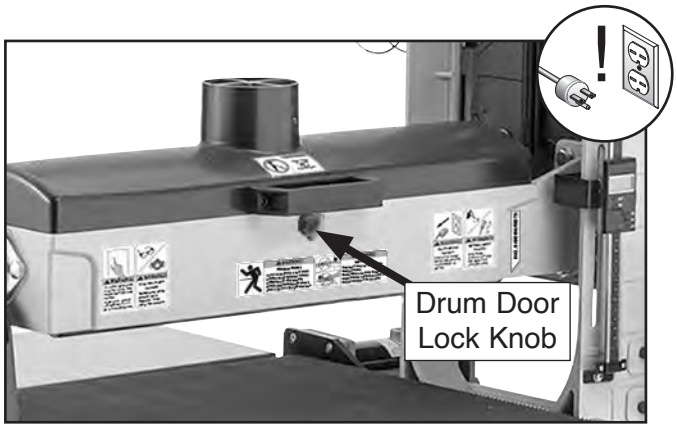

Figure 73. Location of drum door lock knob.
7. Remove drum door lock knob shown in **Figure 73** to open drum door.